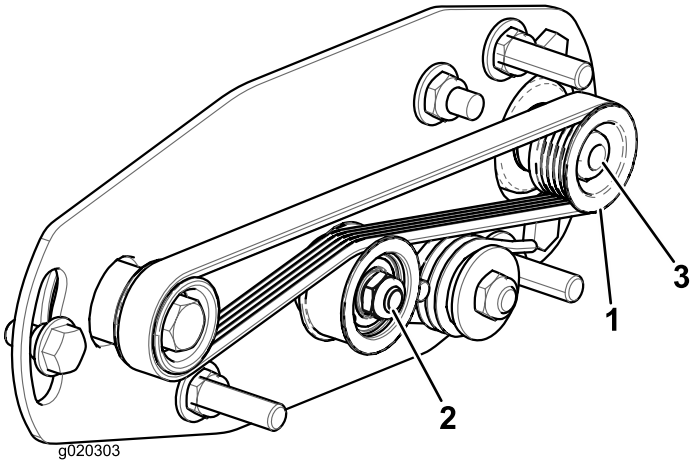
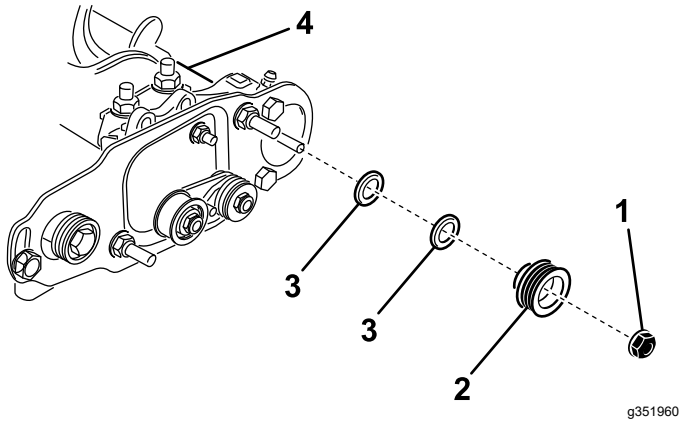

**Рисунок 24**
**Рисунок 25**
**Примечание:** Ведомый шкив (на валу щетки катка) можно переместить внутрь или наружу (Рисунок 24).
2. Вращая барабан, который будет вращать ведущий шкив, снимите с помощью рычага ремень с ведущего шкива (Рисунок 24)
3. Отверните контргайку крепления ведомого шкива к валу щетки (Рисунок 24 или Рисунок 25).
4. Снимите ведомый шкив с вала (Рисунок 25).
5. Если необходимо сместить шкив наружу, добавьте одну шайбу толщиной 0,8 мм (Рисунок 25).